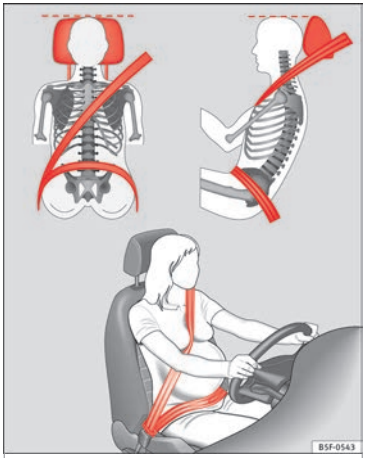

Fig. 11 Placing the seat belt in the shoulder and pelvis area for pregnant women.
- **The shoulder part of the seat belt must lie on the centre of the shoulder, never across the neck. The seat belt must lie flat and snugly on the torso ››› Fig. 11.**
- **The lap part of the seat belt must lie across the pelvis, never across the stomach. The seat belt must lie flat and snugly on the pelvis ››› Fig. 11. Pull the belt tight if necessary to take up any slack.**